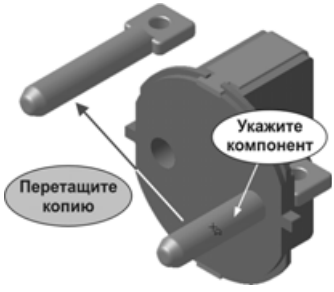
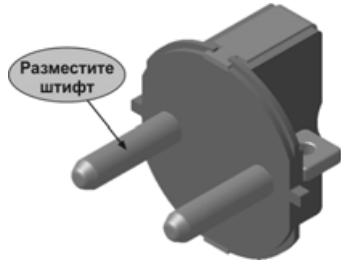

Рис. 7.32
Рис. 7.33
- Нажмите левую кнопку мыши и, не отпуская, переместите копию детали, как это показано на рис. 7.32.
- Отпустите клавишу <Ctrl> и кнопку мыши — система добавит копию детали, а в дереве построения сборки появится новый элемент — **Штифт (2)**.
- Добейтесь точного положения копии в сборке, выполнив сопряжения, как это было показано ранее (рис. 7.33).